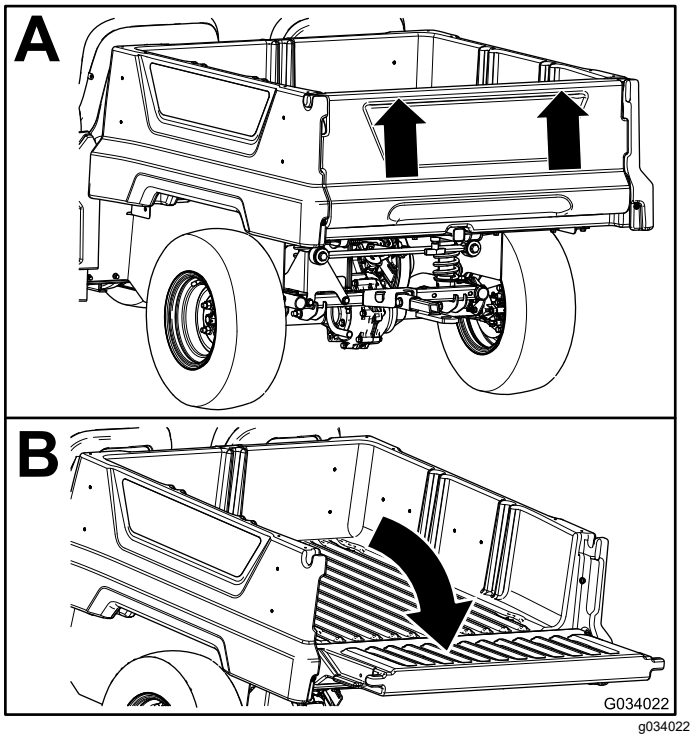

Figur 17
2. Brug begge hænder, og hæv bagklappen vha. kanten nær toppen af bagklappen (Figur 17).
3. Sænk bagklappen, indtil den flugter med bunden af ladet (Figur 17).